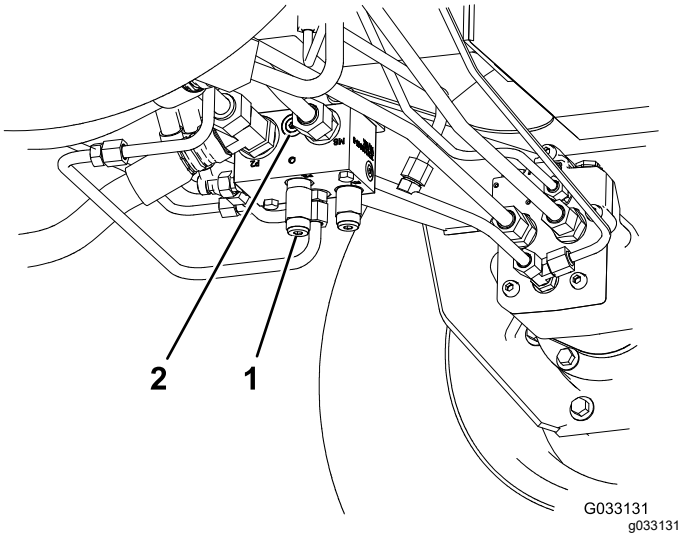

**Рисунок 75**
1. Установите диагностический штуцер в немаркированное отверстие, расположенное между отверстиями M8 и P2 в заднем тяговом коллекторе (Рисунок 75).